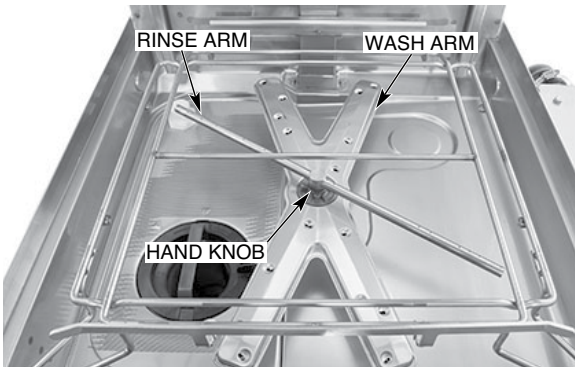

Fig. 24
7. Ensure upper and lower wash and rinse arms (Figs. 24, 25) rotate freely and are free of any obstructions. If not, remove arms and clear out any obstructions. Refer to Maintenance, page 37.